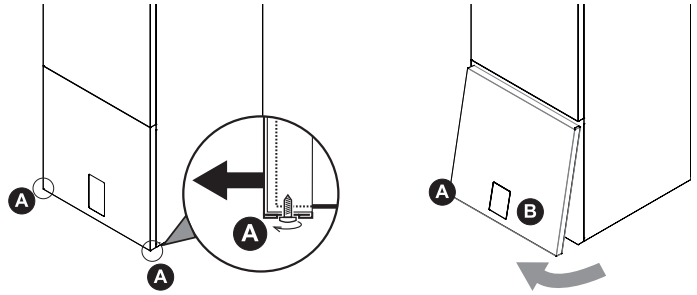

Abb. 16 - Demontage der Frontplatte
- Die Schrauben A teilweise lösen (siehe „Abb. 16 - Demontage der Frontplatte“).
- Die Platte B herausziehen und aus den oberen Befestigungen aushaken (siehe „Abb. 16 - Demontage der Frontplatte“).